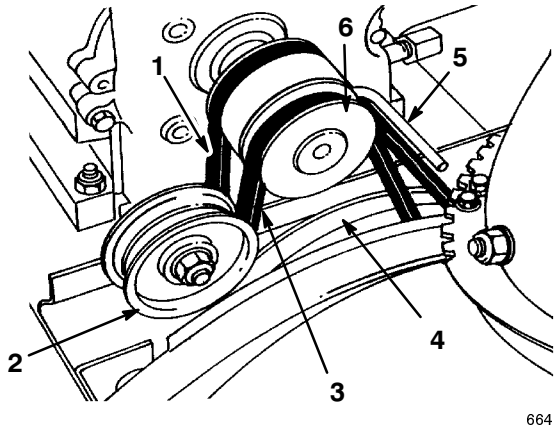

Figure 23
1. Screw (2)
4. Loosen the belt guide (Fig. 23).
5. Remove the auger/impeller drive belt from the engine pulley and the large auger/impeller pulley (Fig. 23).
10. Remove the traction drive belt from the engine pulley and the large traction pulley (Fig. 23).
12. Loop the belt over the engine pulley, making sure that the belt is on the inside of the belt guide (Fig. 23).
17. Install the auger/impeller drive belt around the large auger/impeller pulley and engine pulley, making sure that the belt is on the inside of the idler pulley and belt guide (Fig. 23).
If the auger/impeller drive belt (Fig. 23) becomes worn, stretched, oil-soaked, or otherwise damaged, replace the belt. You can obtain a new belt from your Authorized Service Dealer.
3. Loosen the belt guide (Fig. 23).
4. Remove the auger/impeller drive belt from the engine pulley and the large auger/impeller pulley (Fig. 23).
5. Install a new belt around the large auger/impeller pulley (Fig. 23).
6. Loop the belt over the engine pulley, making sure that the belt is on the inside of the idler pulley and the belt guide (Fig. 23).